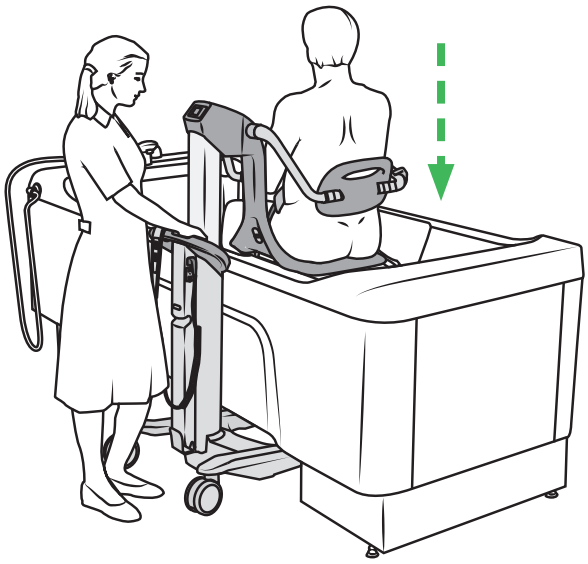

Afbeelding 28
9. Stel de badliftstoel af op een ergonomisch verantwoorde werkhoogte. Zie Afbeelding 28.